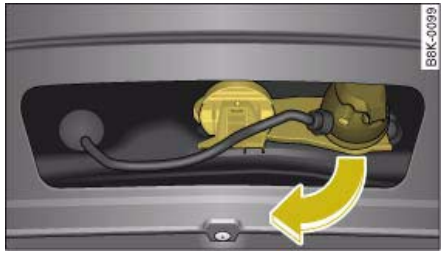

Fig. 236 Area below rear bumper: Folding down the socket
– Fold the socket unit all the way out in the direction of the arrow ⇒ fig. 236.